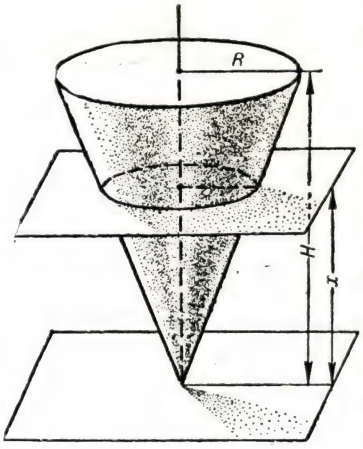

Рис. 14.
Наконец, рассмотрим еще один пример. Возьмем конус с высотой H и радиусом основания R. Поставим этот конус на вершину (так, чтобы его ось была вертикальной) и проведем плоскость параллельно основанию конуса на расстоянии x от вершины. Она пересечет конус по кругу, радиус которого равен $\frac{Rx}{H}$ (рис. 14). Площадь $S(x)$ этого сечения равна $\pi\left(\frac{Rx}{H}\right)^2 = \frac{\pi R^2}{H^2} x^2$. Поэтому по формуле (1) объем V конуса выражается интегралом вида